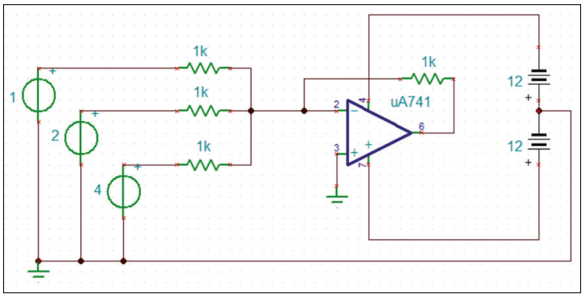

Figure 6.12 Simulation circuit.
- Draw the circuit as shown in Figure 6.12. Set the input Voltage Sources to 1 V, 2 V and 4 V as shown in the figure.